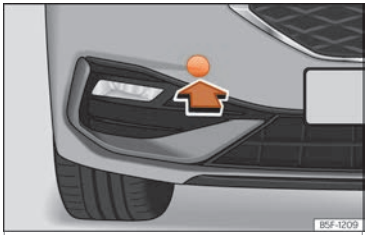

Fig. 51 Du côté droit du pare-chocs avant : retirer le cache.
Le logement de l'œillet de remorquage à visser se trouve sur la partie droite du pare-chocs avant, derrière un cache ››› fig. 51.
- Retirez le cache en appuyant sur la partie inférieure de ce dernier et laissez-le pendre du véhicule ››› fig. 51.